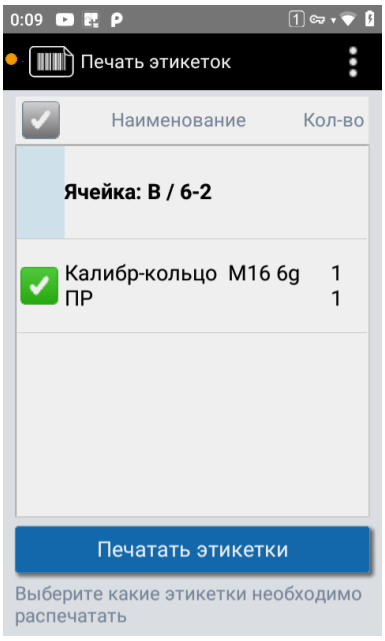

Рисунок 93. Выбор этикеток для печати
6. Нажмите «Действия» → «Печатать этикетки». На вопрос «Если вы полностью завершили работу с ячейкой…» ответьте «Да». Отметьте этикетки и нажмите «Печатать этикетки» (см. Рисунок 93).